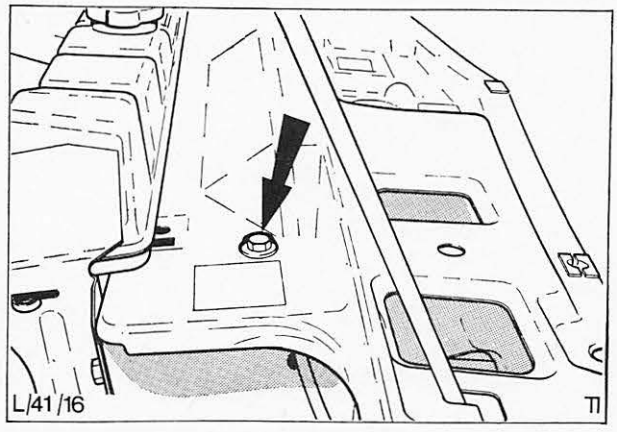

Abb. 4 Befestigungsschraube – Haubenzug
2. Einstellklammer des Haubenzugs lösen, Abb. 4, Klemmen-Haubenzug im Motorraum lösen und an der Schenkelfeder aushängen.